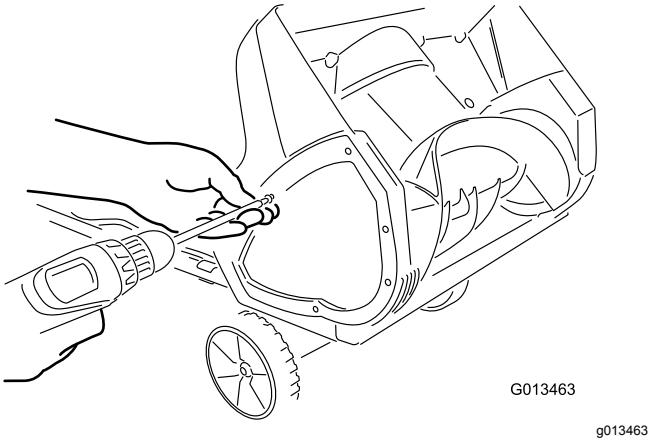

**Figure 15**
1. Retirez les vis qui fixent la plaque latérale droite au cadre de la machine (Figure 15).